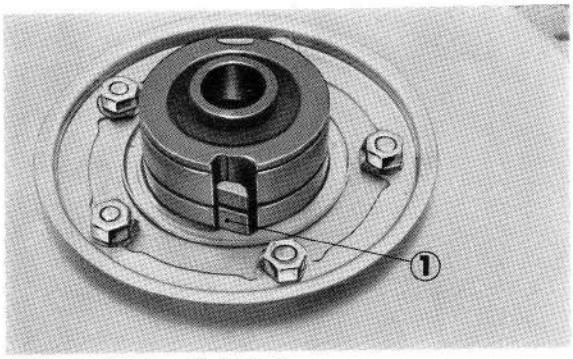

**Figure 4-18 : ① rochet**
4. Après extraction du ressort de roue libre A, les rochets peuvent être déposés (figure 4-18).